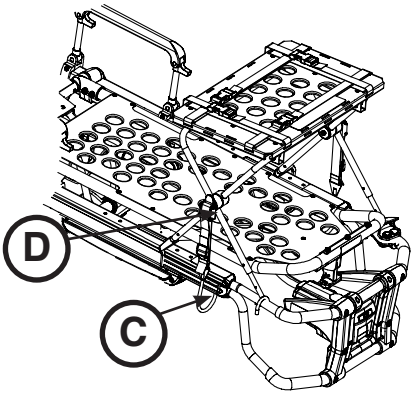

Figura 57
5. Colocar o gancho de fixação (C) sob a estrutura da cama da maca ou do dispositivo de fixação do lado dos pés e empurrar a patilha (D) até ouvir um clique sonoro que indica que a patilha está bloqueada no devido lugar, conforme apresentado na Figura 57. Repetir do outro lado da plataforma do desfibrilhador.